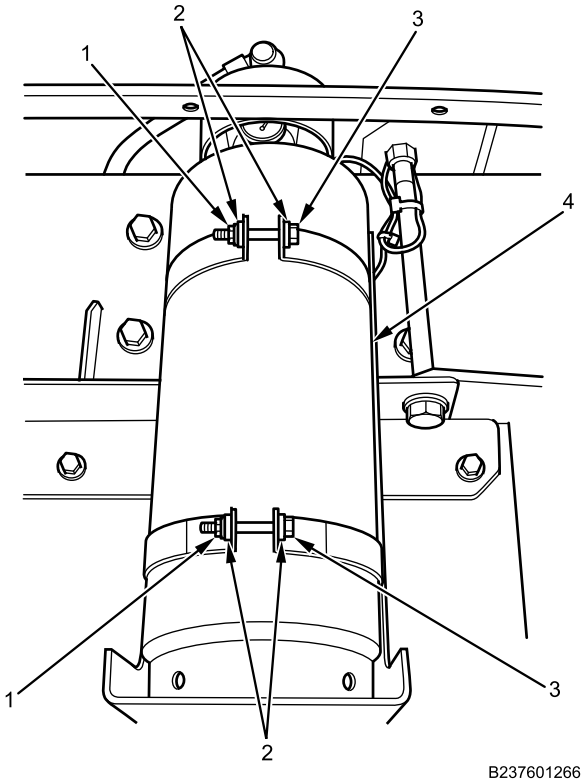

Figure 4. FSS Cylinder Mounting.
5. Position both FSS cylinders (Figure 4, Item 4) onto mounting brackets. Install upper and lower mounting bolts (Figure 4, Item 3), washers (Figure 4, Item 2), and nuts (Figure 4, Item 1), and tighten securely.